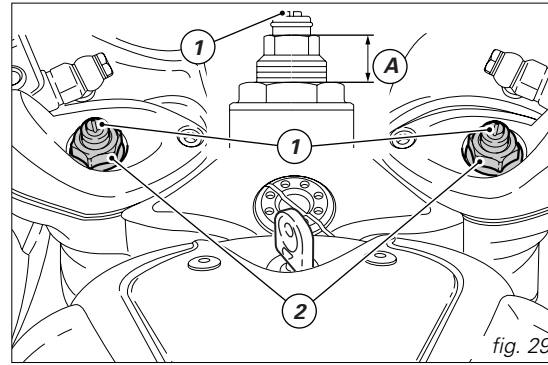

fig. 29
1) (fig. 29) to adjust rebound damping;
2) (fig. 29) to adjust inner springs preload;
Height A (fig. 29) determines preload and may vary from 25 to 10 mm.